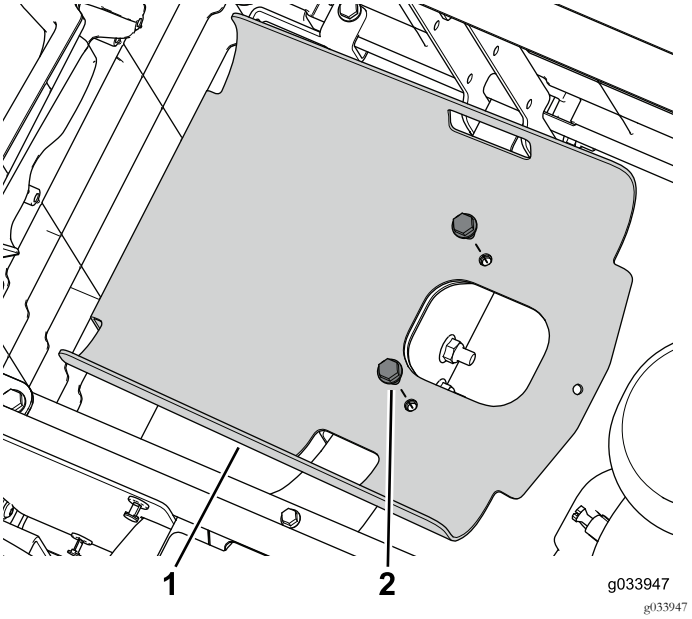

Figur 2
5. Ta bort de två flänsskruvarna som håller fast tankbrickan på ramen (Figur 2).